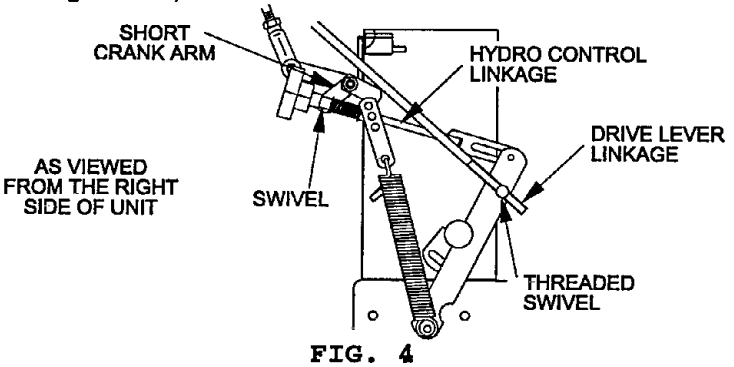
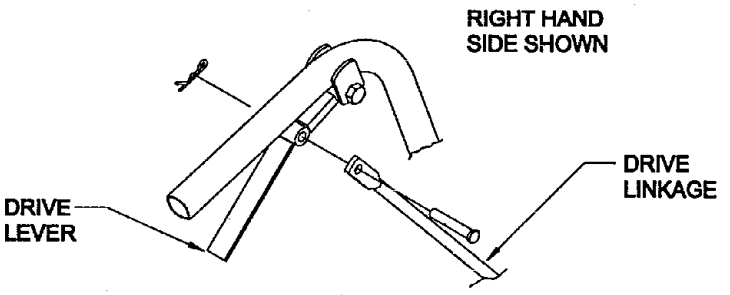

**FIG. 4**
**FIG 5**
3.12 Note the square swivel at the end of the hydro control arm linkage. Place the stud end of the swivel into the hole on the end of the short crank arm located at the end of the speed control crank (top, rear of fuel tank support). Install a 5/16" SAE washer and fasten with a 3/32" x 1/2" cotter pin from bolt bag. Repeat on opposite side of unit (See Figure 4).
3.15 Thread each drive linkage into the threaded swivel. (See Figure 4). Connect the upper end of each drive linkage to the drive levers. Fasten with a long clevis pin and hairpin cotter from bolt bag. Be sure the clevis pin is first inserted through the drive linkage and then through the drive lever from the outside before installing the hairpin cotter (See Figure 5).